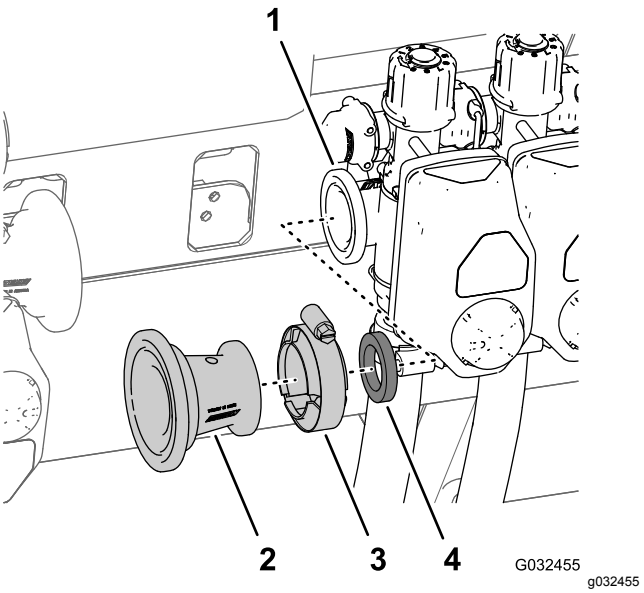

**Figur 46**
4. Fjern flangeklemmen 76 mm, der fastgør reduktionsadapteren og pakningen (2-1/4 tomme) til flangen på venstre bomsektionsventil, og fjern adapteren, klemmen og pakningen fra maskinen (Figur 46).